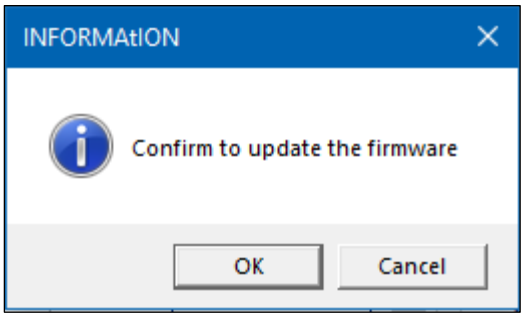

Figure 10. Confirm to Update Firmware Pop-Up
2. When the following confirmation message pops up as shown in Figure 10 below, click **OK** to start the firmware update process.